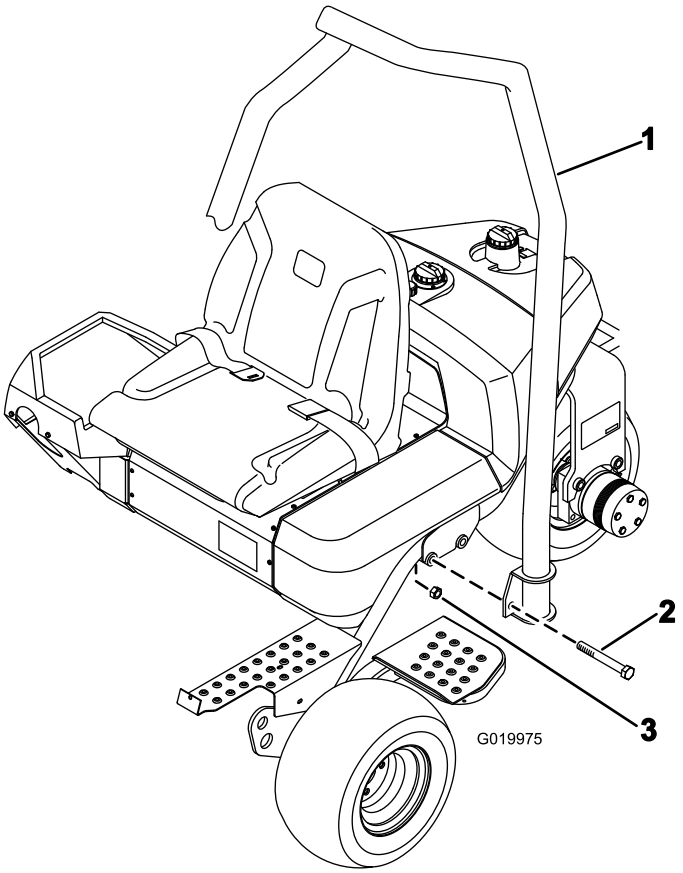

Figur 7
1. Anbring styrtbøjlen således, at rørets top er buet mod maskinens front (Figur 7).
2. Sænk styrtbøjlen ned på stellet, således at den flugter med monteringshullerne (Figur 7).
3. Fastgør hver side af styrtbøjlen til stellet med 2 bolte (5/8 x 4-1/2 tommer) og låsemøtrikker som vist i Figur 7. Spænd til 183-223 Nm.